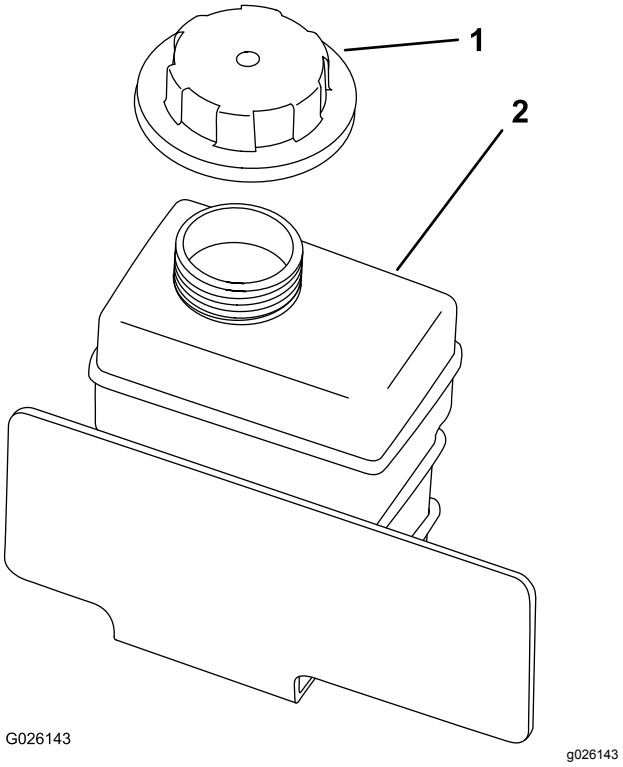

Figur 53
8. Påfyld langsomt kølevæskens reservetank, indtil niveauet når bunden af påfyldningsstudsen (Figur 53).
9. Sæt reservetankens dæksel på (Figur 53).